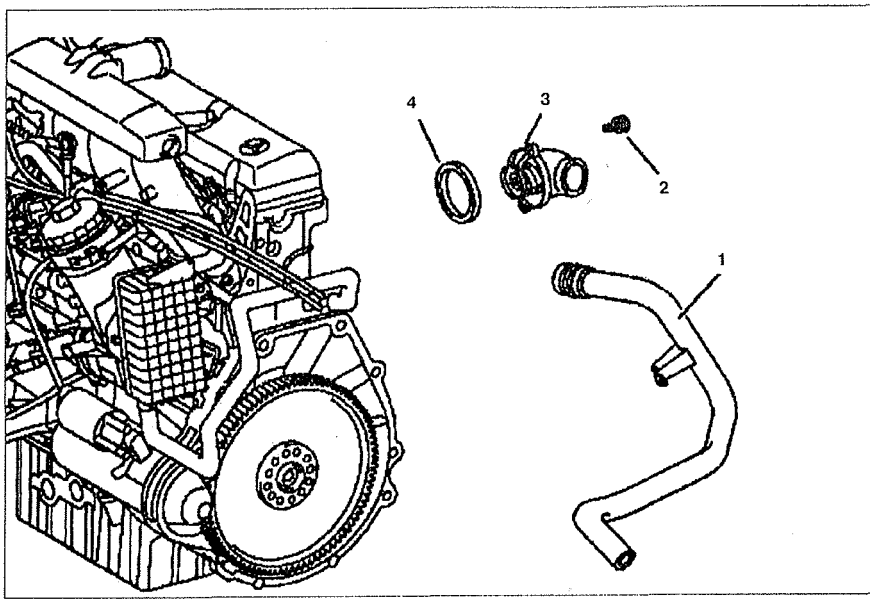

Рис. 4.37. Термостат:
2. Отсоедините патрубок системы охлаждения **1** (см.рис.4.37).